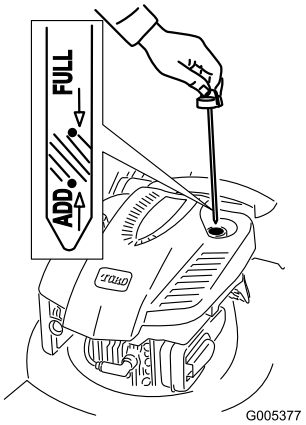

Figur 10
1. Ta bort oljestickan (Figur 10).
2. Fyll **långsamt** på olja i påfyllningsröret tills nivån når markeringen **Full** på oljestickan (Figur 10). **Fyll inte på för mycket.** Maximal påfyllning: 0,59 l, typ: SAE 30 renad fordonsolja med API-klassificering SF, SG, SH, SJ, SL eller högre.
1. Ta ut oljestickan, torka av den och sätt sedan tillbaka den ordentligt (Figur 10).
2. Ta ut oljestickan och kontrollera oljenivån (Figur 10). Om oljenivån är under markeringen **Add** på oljestickan, fyller du **långsamt** på olja i påfyllningsröret så att nivån höjs till markeringen **Full**. **Fyll inte på för mycket.** (Maximal påfyllning: 0,59 l, typ: SAE 30 renad fordonsolja med API-klassificering SF, SG, SH, SJ, SL eller högre.)